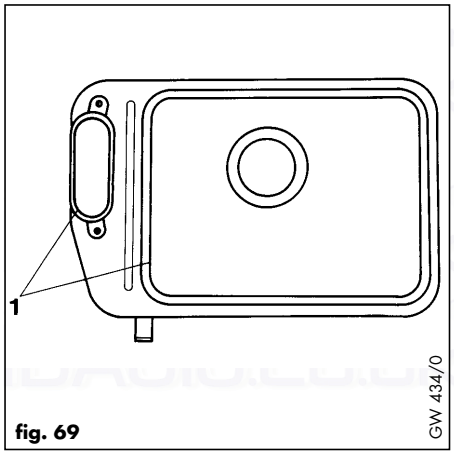

fig. 69
- Check gaskets (1, fig. 69) before replacing.